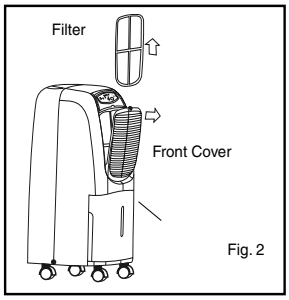

Fig. 2
1. Inclinez la couverture vers l’avant. Saisissez le filtre, et tirez le vers le haut pour enlever, le filtre glissera facilement. (Fig. 2)